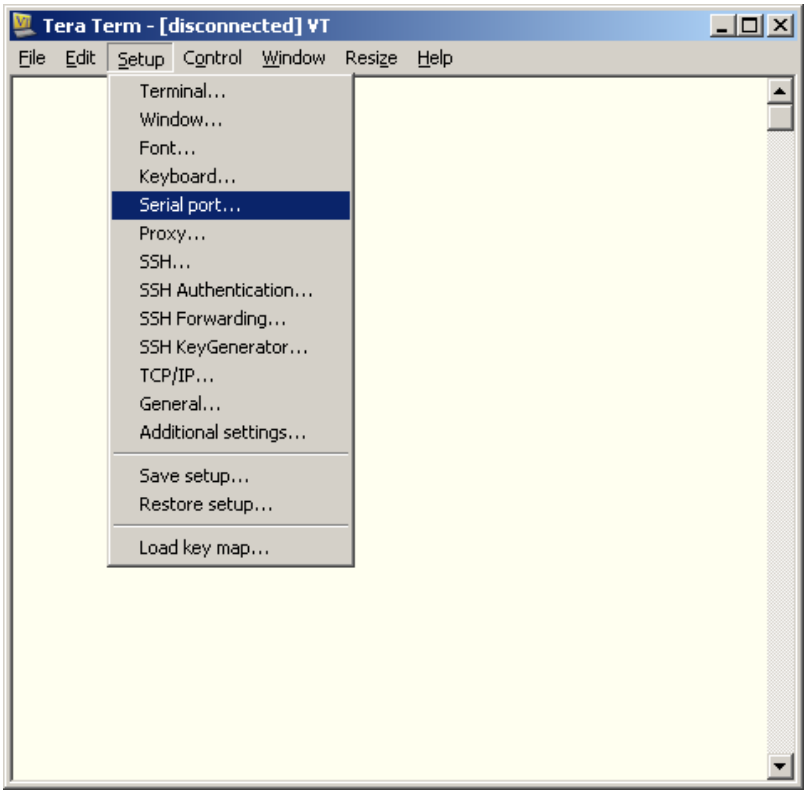
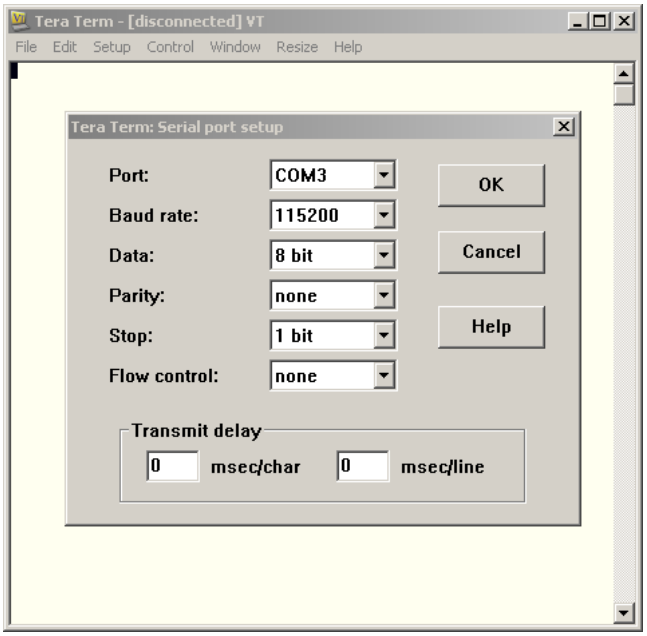

Abbildung 4: Konfiguration des TeraTerm (1)
Abbildung 5: Konfiguration des TeraTerm (2)
- Stellen Sie die Schnittstelle, Baudratenkonfiguration ein (siehe Abbildung 4 und Abbildung 5).